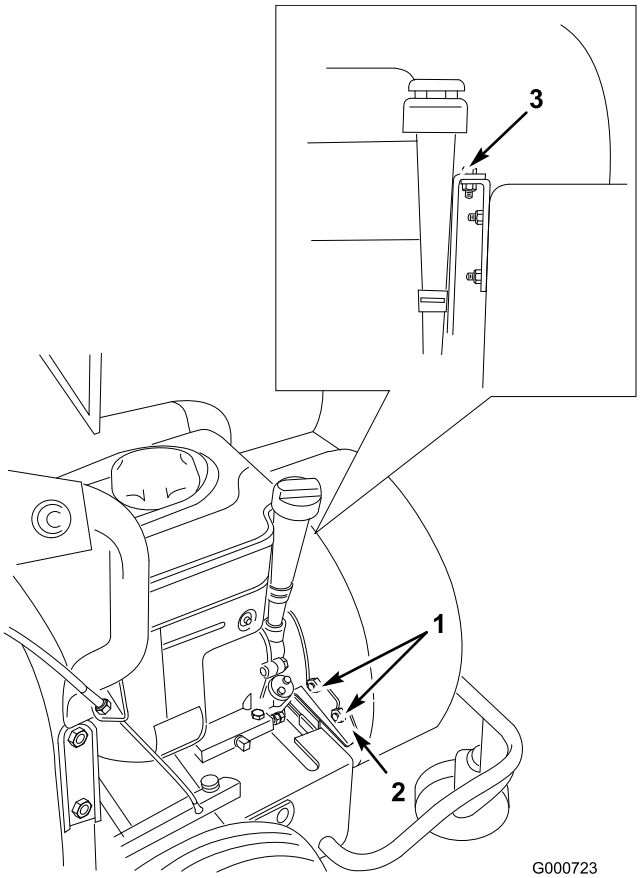

Figur 34
8. Lossa de två låsmuttrar som säkrar blåsarhuset vid stabiliseringsfästet (Figur 34).
9. Ta bort den bult som säkrar blåsarhuset och lyft upp huset så mycket som impellern tillåter (Figur 34).